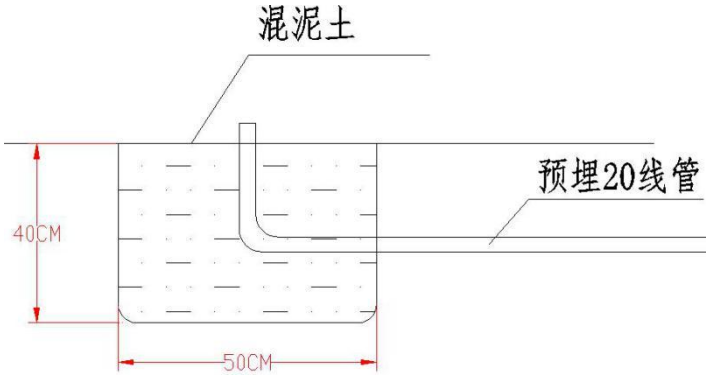

图 2
1、设备安装前先在地面开挖一个深为 400mm、长为 450mm、宽为 400mm 的土坑，且做好 PVC 线管预埋（线管可用 Ø20 的），如图 2。